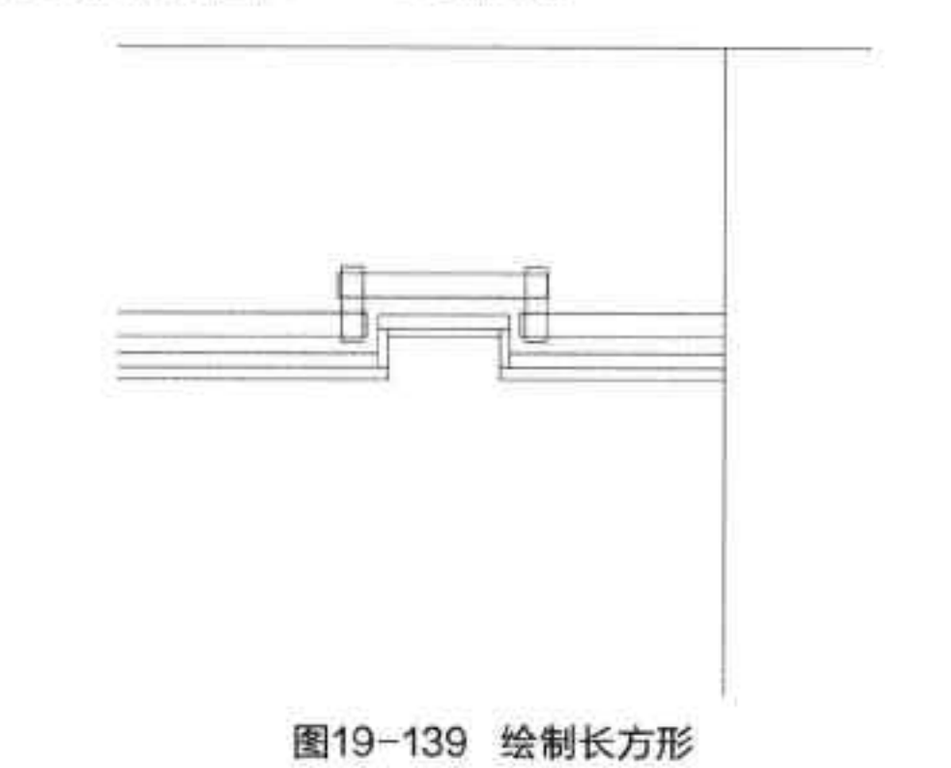

图19-139 绘制长方形
Step 06 执行“矩形”命令，绘制长 280mm、宽 30mm 的长方形和两个长 90mm、宽 30mm 的长方形，如图 19-139 所示。